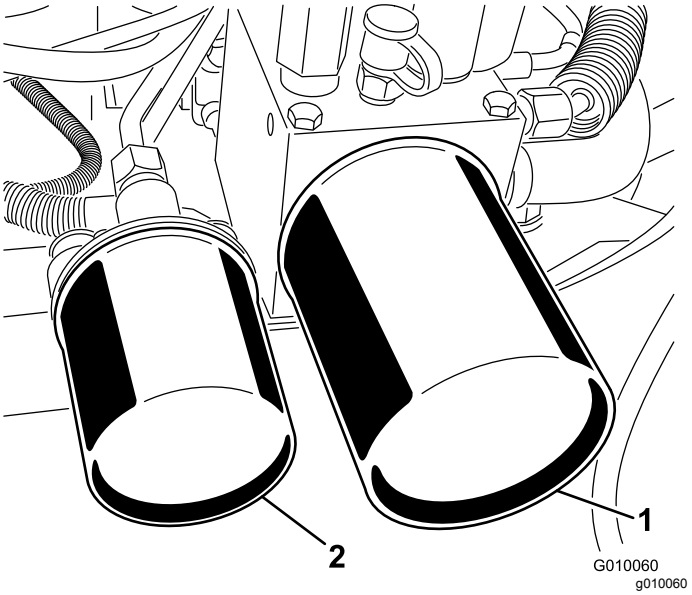

Figur 63
2. Plasser et tappefat under filtrene, fjern de gamle filtrene og tørk av filteradapternes pakningsflate (Figur 63).